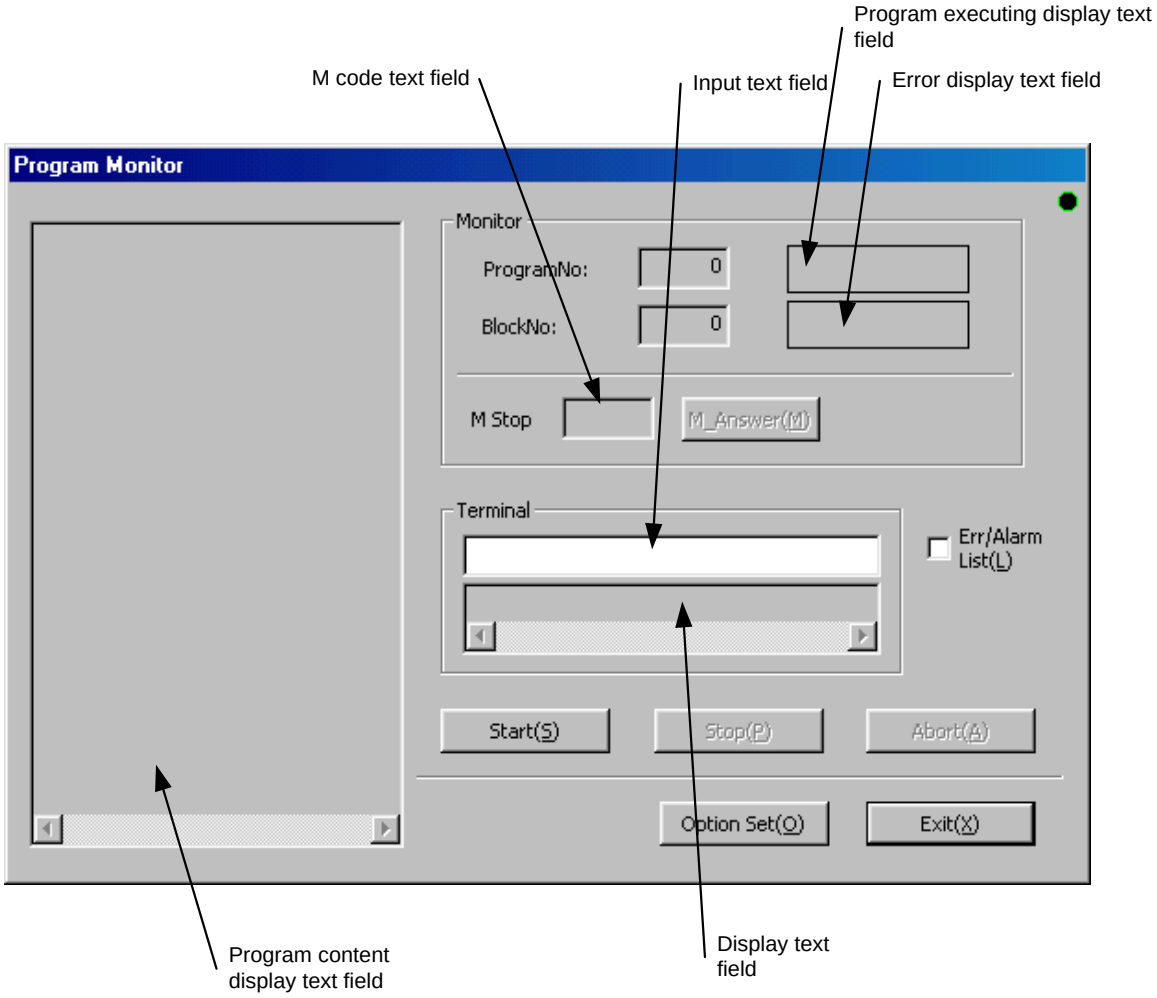

Figure 7.36 "Program Monitor" dialog box.
3) Click *"OK"* to make the setting status valid and return to the "Program Monitor" dialog box. If you click *"Cancel,"* the PC utility returns to the "Program Monitor" dialog box without making the setting status valid (see Figure 7.36).